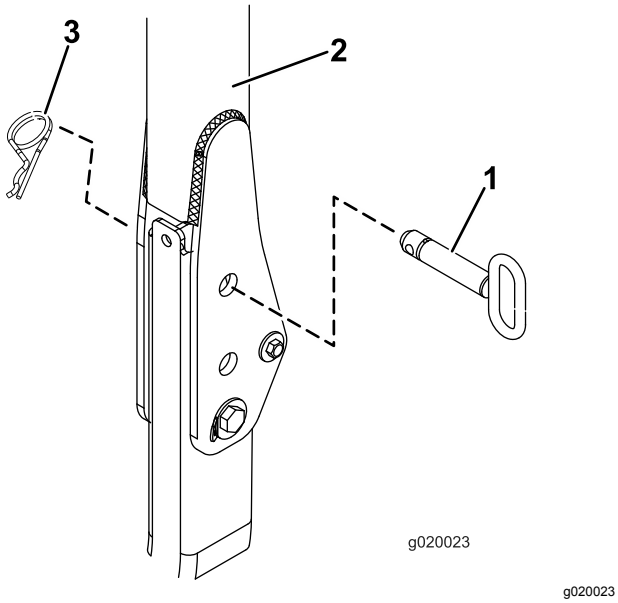

Figur 18
2. Gå till steg 7 för modell 03820 och 03821. För andra modeller tar du bort hårnålssprintarna och de två tapparna när störtbågen är i det övre läget (Figur 18).